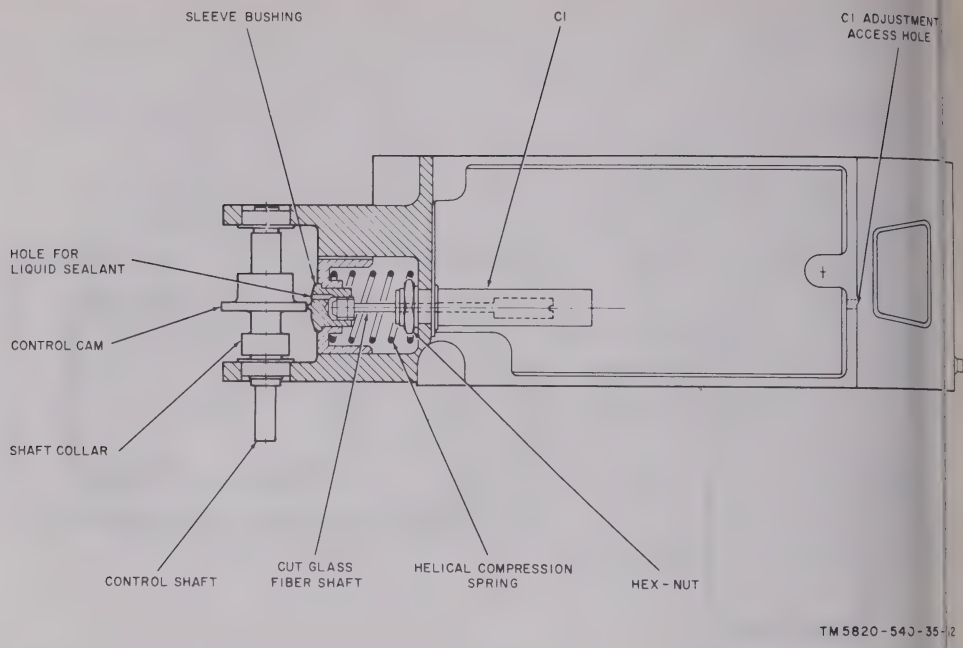

Figure 4-144. Frequency multiplier 2A1A2A1 cross-section view, showing capacitor C1.
2) Repeat (1) through (11) above until esired conditions are achieved. Adjust R4 to ce the response amplitude between the and low frequencies.
(13) On the unit under test, set and hold the cam at the M datum line. Set the sweep generator SWEEP dial to 48.3 MHz and 72.5 MHz in turn; observe the response displayed on the oscilloscope.
e. Replacement of C1 (fig. 4-144).
(1) Locate and remove the dowel pin securing the control cam to the shaft.